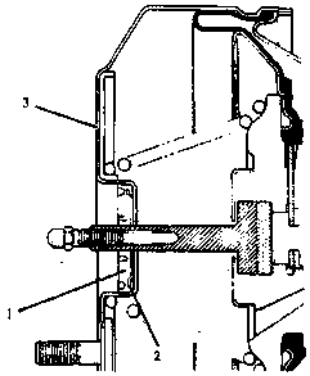

Fig.3.7-22
(2) Under the condition that the seal pad frame has been installed to the assistant chamber seal pad, install them to the rear housing. The installation direction is as indicated in Fig.3.7-22.